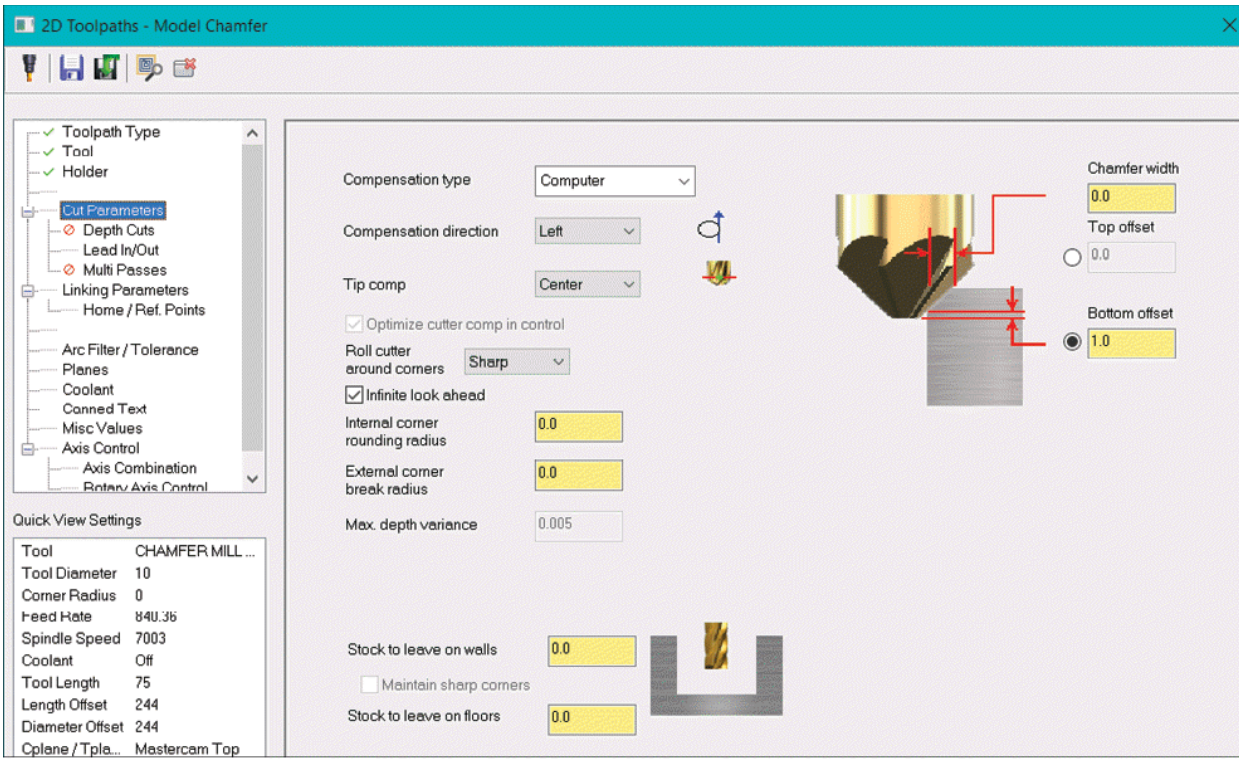

Figure-61. Cut Parameters of 2D Toolpaths-Model Chamfer dialog box
- Click on the **Cut Parameters** option from the left area to specify cutting parameters related to chamfer machining; refer to Figure-61.